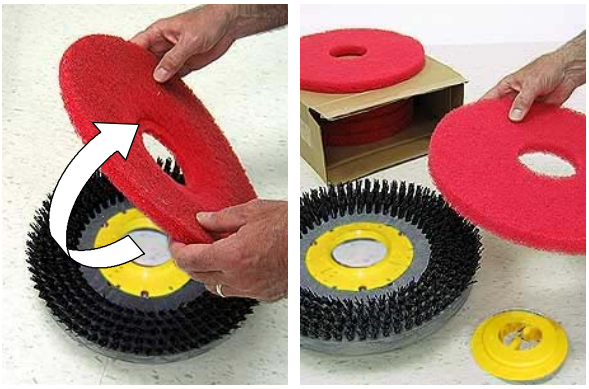

AFB. 38
5. Verwijder en reinig de zolen/borstels. Draai of vervang de zool wanneer deze is versleten (afbeelding 38).